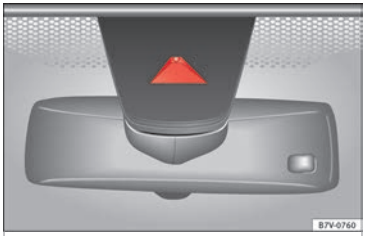

Fig. 219 In the windscreen: field of vision of the lane assist system camera.
- **Before starting travel, verify that the camera's field of vision is not covered ›› Fig. 219.**